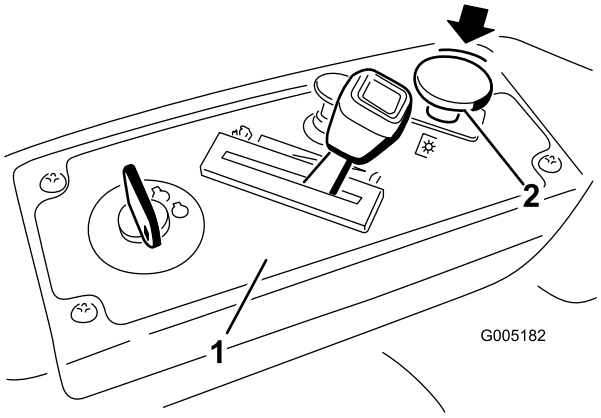

Figur 10
2. Koppla ur knivarna genom att ställa in knivreglaget på Av (Figur 10).
1. Koppla ur knivarna genom att ställa in knivreglaget på Av (Figur 10).